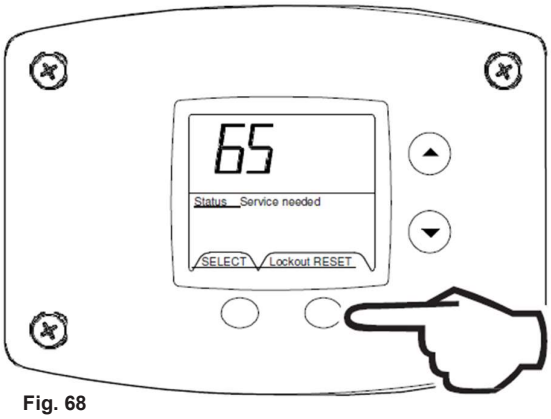

Fig. 68
2. Press for 3 seconds to reset control in service mode (Fig. 68).